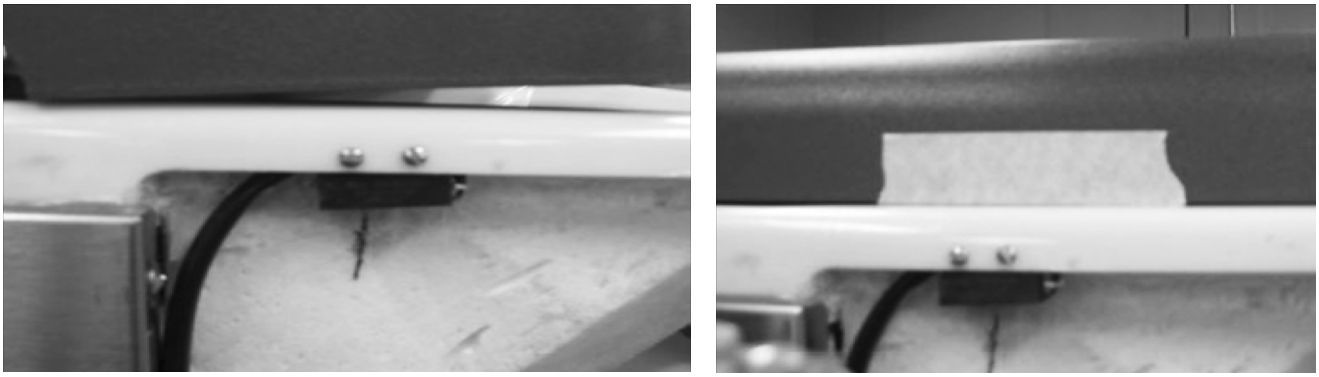

Figure 16.
17. Place a mark on the hopper to show the center line of the switch then place tape on the hopper lid approximately where the magnet will be mounted. (See Figure 16.)